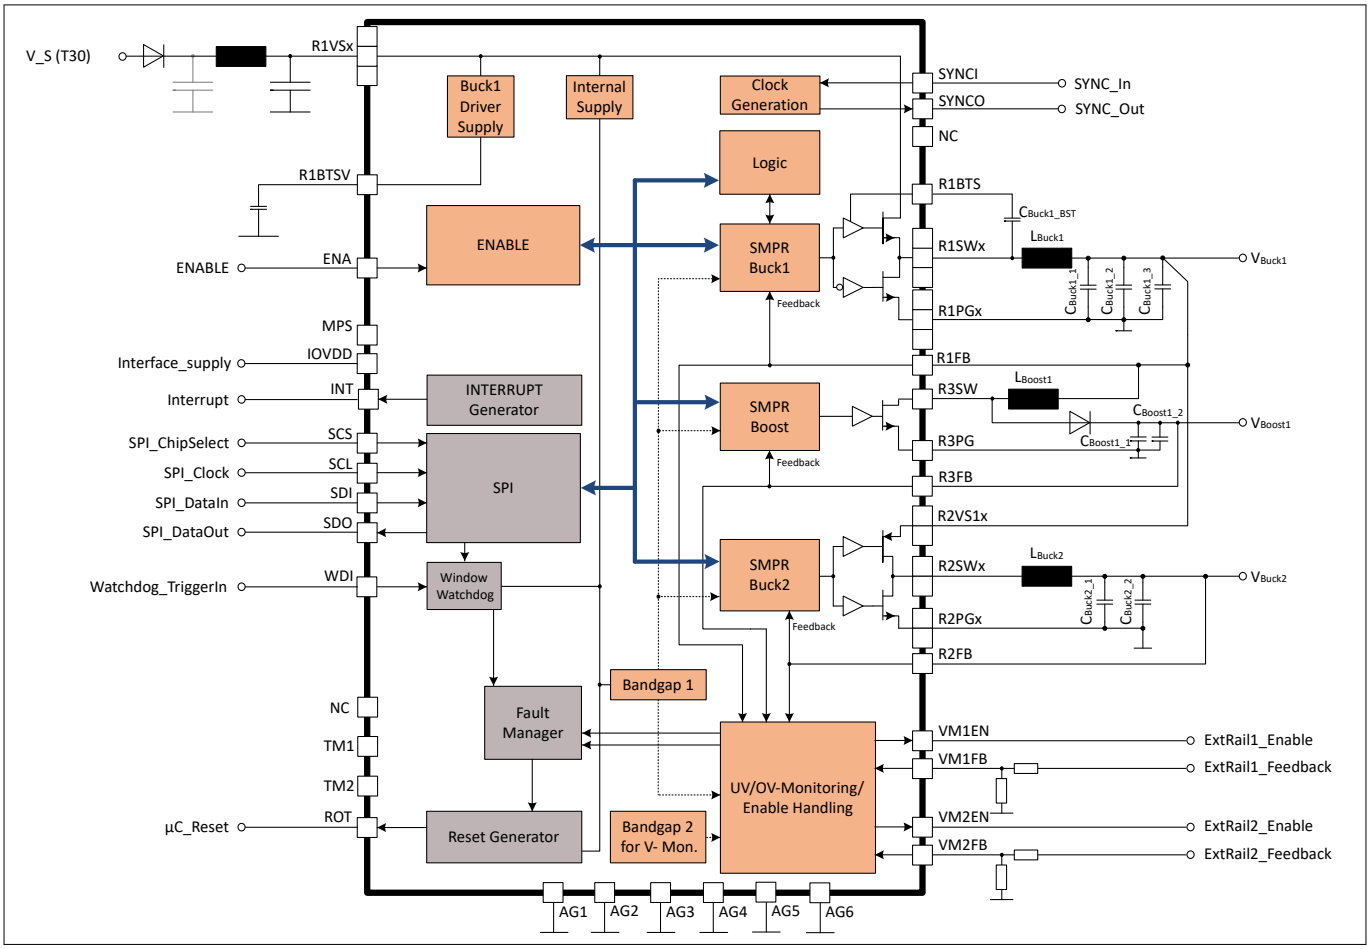

**Figure 24 Application diagram**
**Table 30 Recommended values for the passive components in Figure 24**
**Table 30 (continued) Recommended values for the passive components in Figure 24**